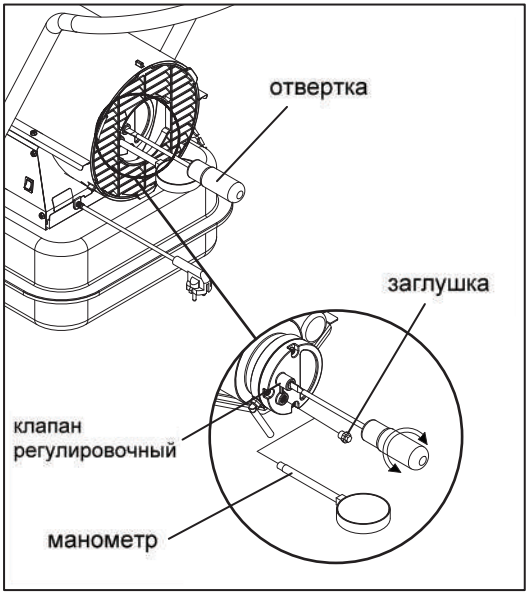

Рис. 12
**Регулировка давления насоса (рис. 12)**